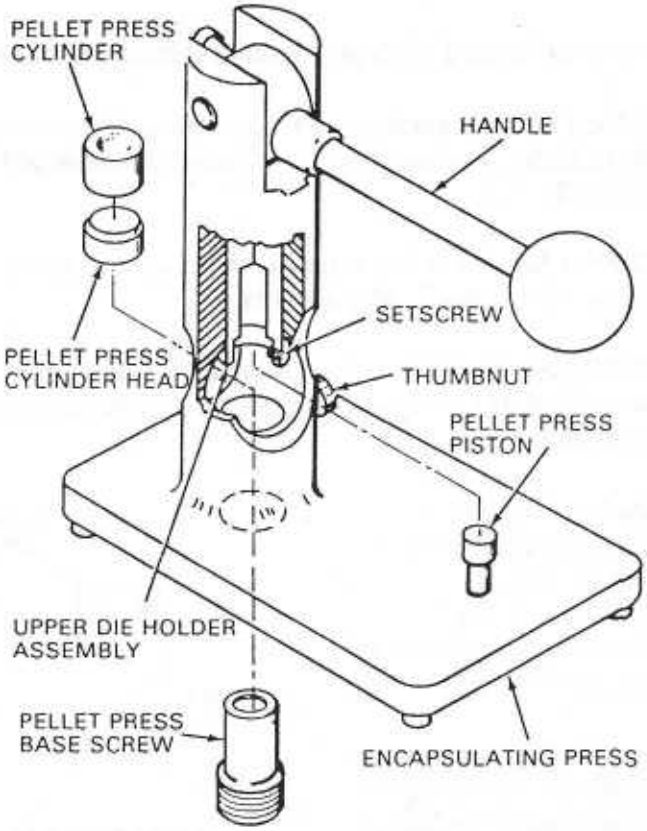

Bild 58
4. Stellen Sie das untere Tablettierwerkzeug (s. Abb. 58) mit dem offenen Ende nach unten in die untere Stempelhalterung.
6. Stellen Sie die Presse wieder aufrecht, und schieben Sie den Tablettierzylinder mit seinem weiteren Ende auf das untere Tablettierwerkzeug auf (s. Abb. 58).